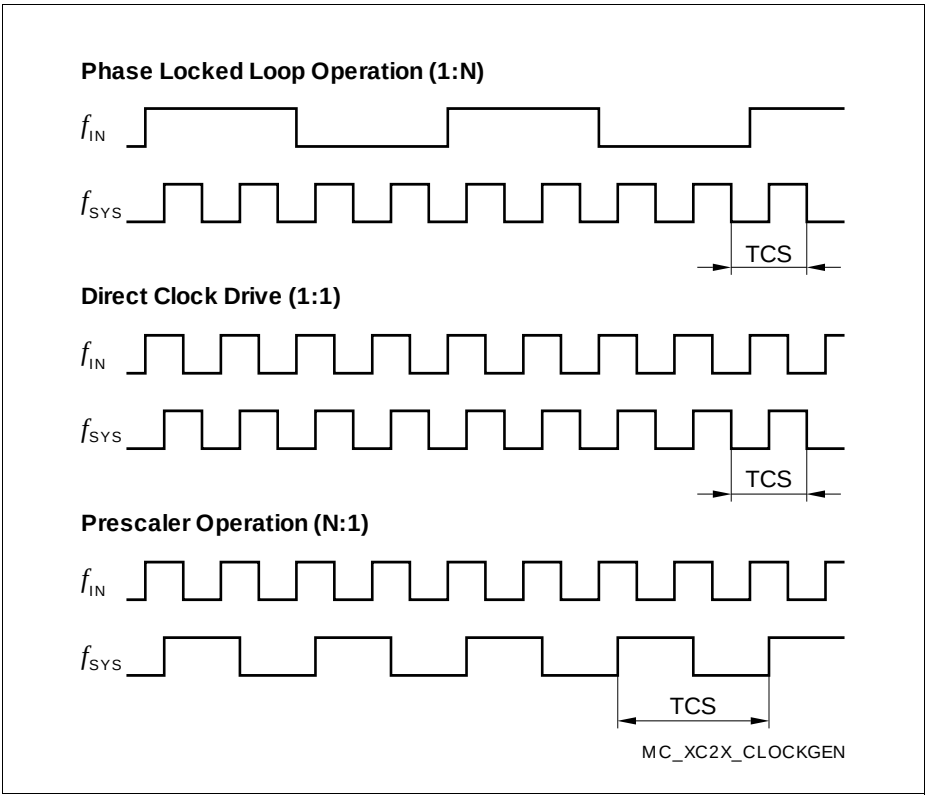

Figure 16 Generation Mechanisms for the System Clock
*Note: The example of PLL operation shown in **Figure 16** uses a PLL factor of 1:4; the example of prescaler operation uses a divider factor of 2:1.*